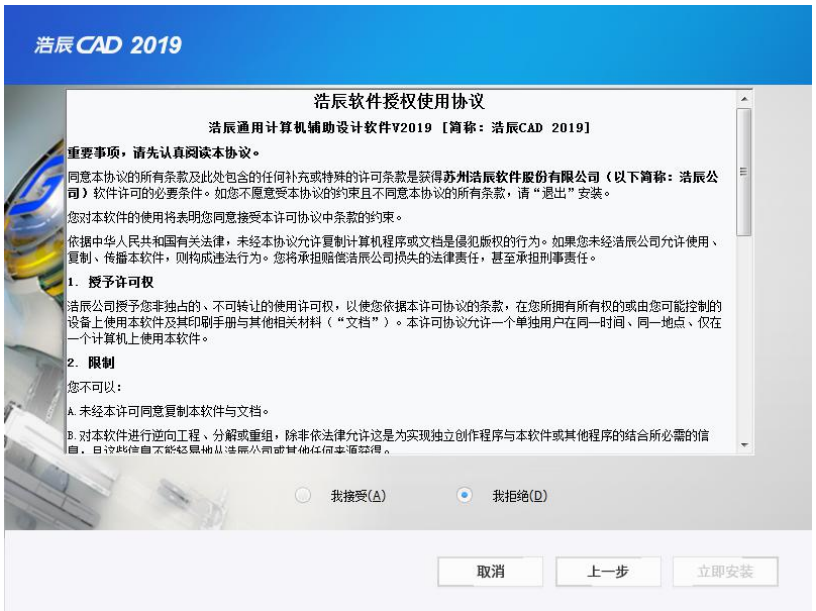

图 1-2-3
3) 在安装界面首页可以单击“用户许可协议“链接可打开查看许可文件的页面，然后再单击“我接受”后单击“下一步”继续安装，如图 1-2-3 所示。